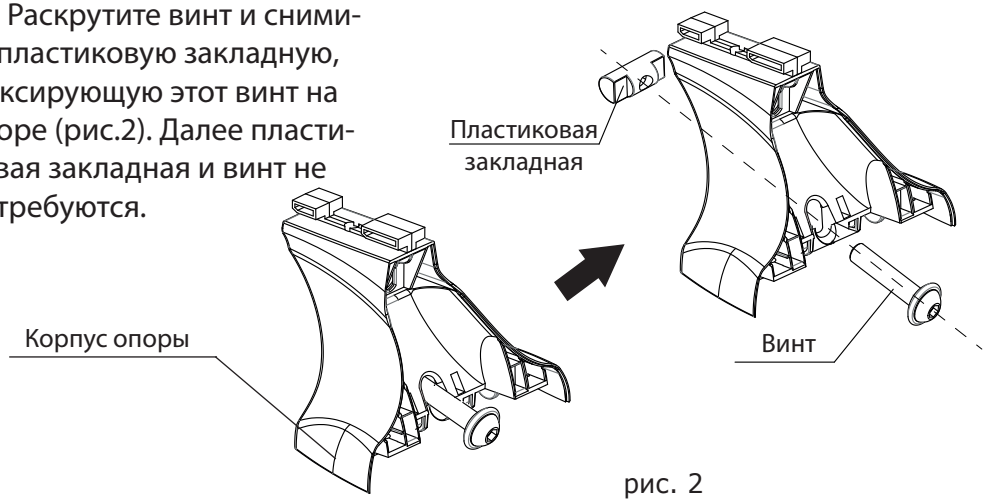

рис. 2
2.3 Раскрутите винт и снимите пластиковую закладную, фиксирующую этот винт на опоре (рис.2). Далее пластиковая закладная и винт не потребуются.